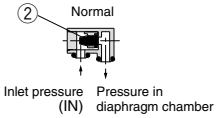

Figure 3
This lowers the pressure in the diaphragm chamber ① and the force generated by the pressure regulator spring ③ lifts the diaphragm. Valve ④ opens through the stem, and the outlet pressure is released to the inlet side (Figure 3).